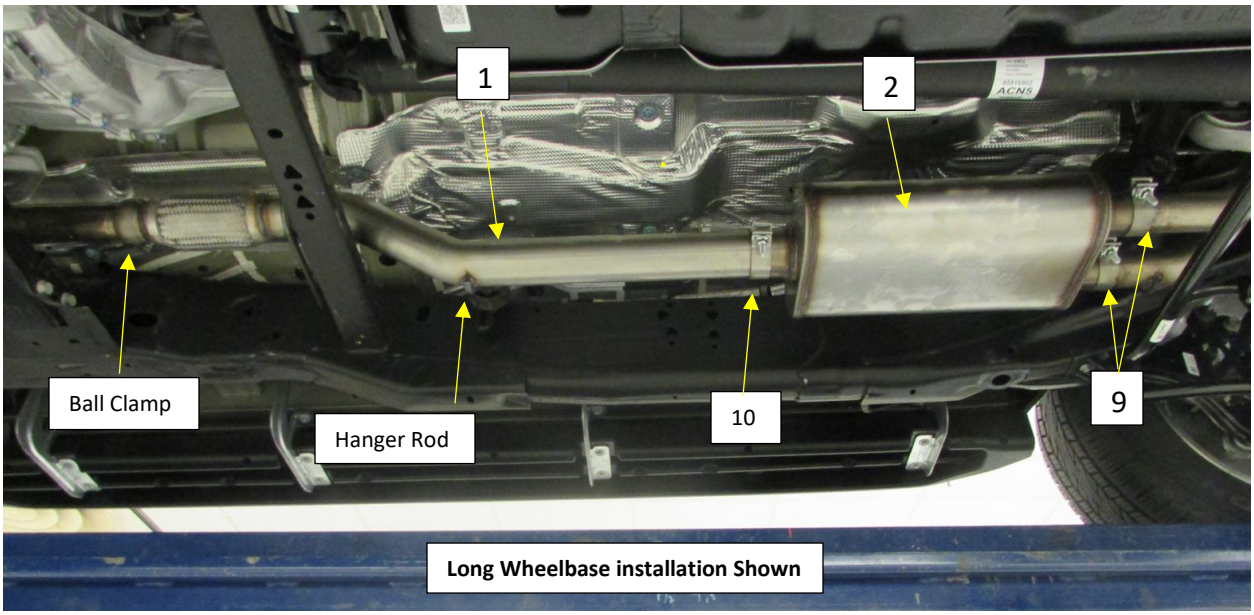

Figure. 6
2. Install the band clamp on to the flared inlet of the Flowmaster Muffler Inlet Pipe **(1)** with the tang at the bottom of the pipe, this will make easy access to the bolt. **Fig.6**
3. Install the Muffler Inlet Pipe **(1)** over the cross member and on to the ball connection of the OEM down Pipe from the Catalytic Converter. **Fig.6**
6. Install the Supplied 3" band clamp **(10)** on to the muffler inlet. **Fig.6**
7. Install the muffler **(2)** on to the Muffler inlet pipe approximately 2.5" **(1)**. **Support the muffler**. Tighten the clamp to allow for adjustment. **Fig.6**
8. Install the supplied 2.5” band Clamps **(9)** on to the muffler outlets. **Fig.6**